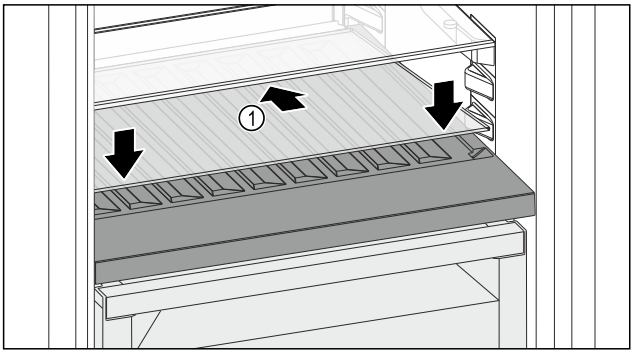

Fig. 185
▶ 向后下方倾斜放置玻璃隔板 *Fig. 185 (1)*。
▶ 放低玻璃隔板 *Fig. 185 (1)* 前部。